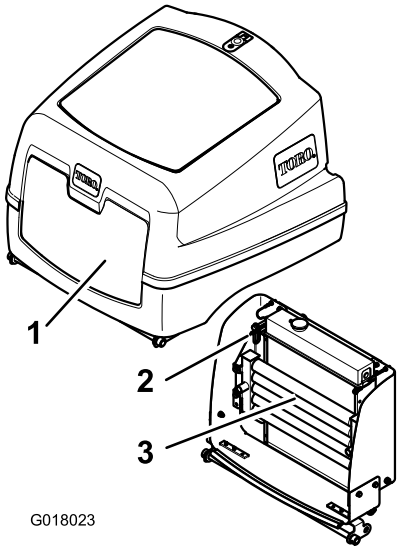

Figur 56
4. Lossa spärren och öppna motorhuven (Figur 56).